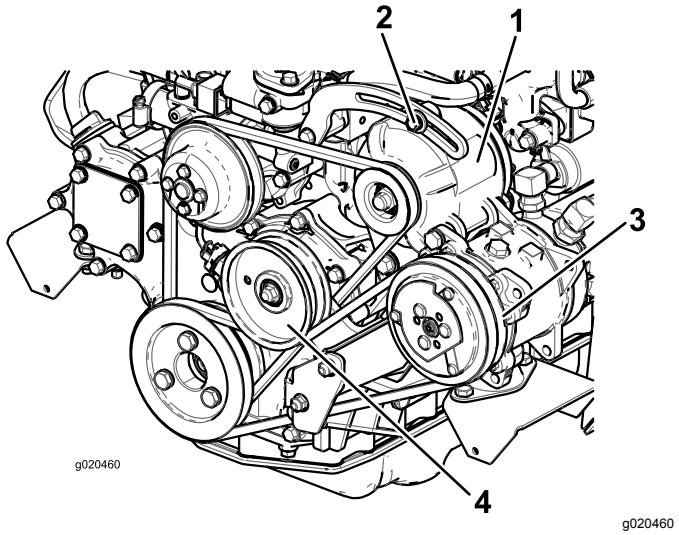

Figuur 96
Als de speling geen 10 mm bedraagt, moet u de montagebouten van de wisselstroomdynamo losdraaien (Figuur 96).
2. Als de speling niet correct is (10 mm), moet u de montagebout van de spanpoelie losdraaien (Figuur 96).